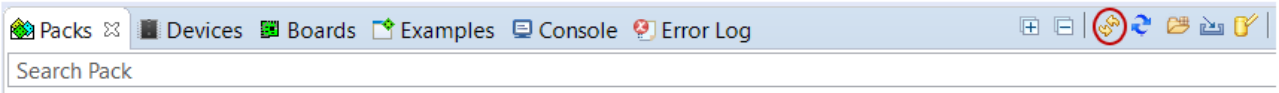

Figure 32. Refresh Pack after Installation
5. After installation, click on the refresh icon with yellow arrows, which shows the text **Reload Packs in the CMSIS Pack root folder** when you hover over it with your cursor, in the Packs tab (as shown in the "Refresh Pack after Installation" figure (Figure 32)), to update your pack proprieties.